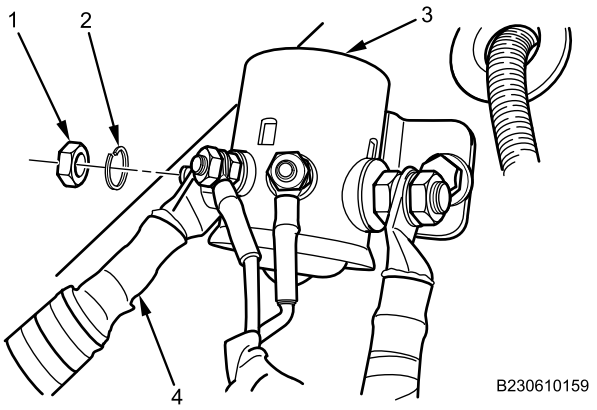

Figure 16. Positive Cable to MAIN POWER.
12. Install positive cable (Figure 16, Item 4) on 110V MAIN POWER switch (Figure 16, Item 3) with new lockwasher (Figure 16, Item 2) and nut (Figure 16, Item 1). Tighten nut securely.